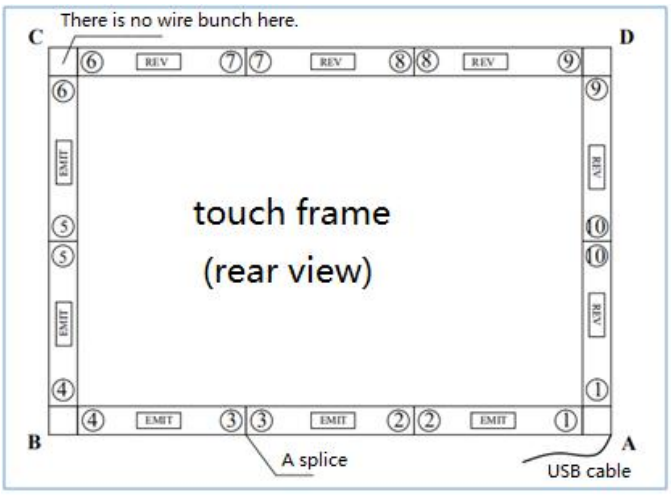

Figure 3 The layout of a touch frame (rear view)
(4) When assembling the frame, you shall follow the assembly numbers in ascending order (see Figure 3 on the next page). In other words, the first two pieces to be joined are the segments with the number ①. After that, connect the segments labeled with ②.
- As the size of your touch frame is tailored to your unique needs, the number of your aluminum alloy segments may vary from those of the frame in Figure 3.
- Figure 3 is going to recur in this manual as an example of a typical touch frame. **Please adjust the assembly procedures according to the size of your touch device.**
(1) Assembling an edge (or a part of an edge)